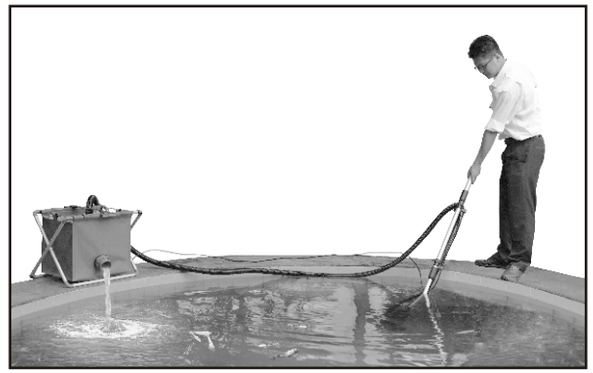

figure 8
Which is ready to load the dirty water, otherwise, the discharge pipe shall be fixed with filter equipment such as dirt collector to make sure the water is clear back to the pond.（figure 8）
12、Referred to Figure 8 , please hold the handle, put the front part including the pump into the water and then firstly press the button of misoperating. Then the cleaner start working when you press the on/ff button. It stops when the on/off button un-pressed. The dirt may be pumped out when you move the cleaning head back and forth.